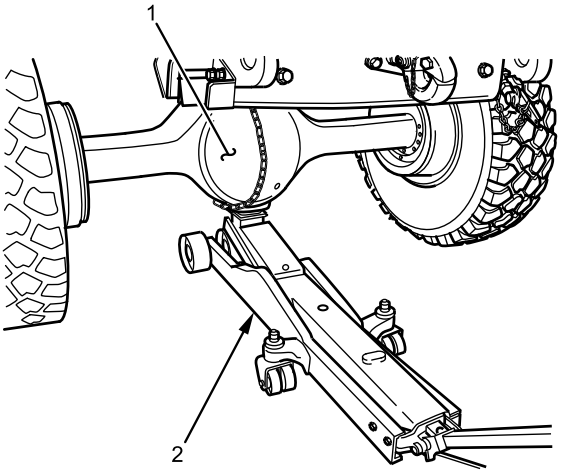

Figure 24. Rear Axle Assembly Installation.
12. Using two assistants, roll rear axle assembly (Figure 24, Item 1) under vehicle on tires, maintaining pressure on rear axle assembly with 20-ton floor jack (Figure 24, Item 2)